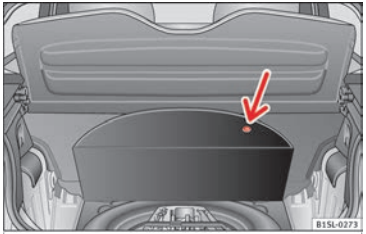

Fig. 122 In the luggage compartment: Raised carpet.
The vehicle tool kit, spare wheel, temporary spare wheel and the tire mobility set are stored in the luggage compartment under the carpeted floor panel ››› **Fig. 122**.
- Raise the carpet at the recess (arrow) ››› Fig. 122.